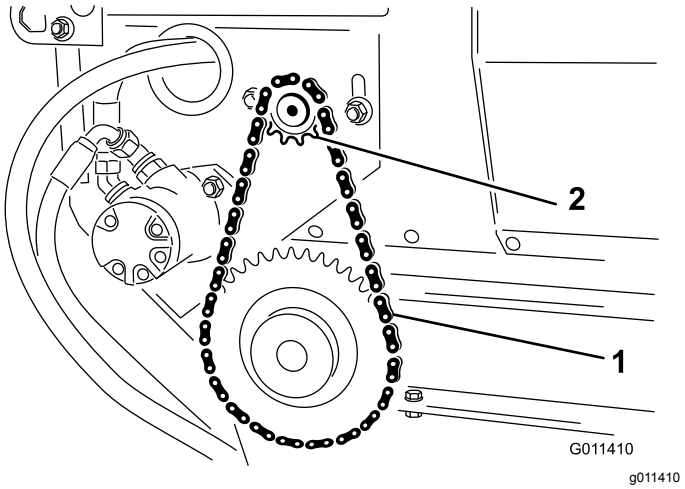

Figuur 25
2. Zet de bouten en moeren los waarmee de motor en de tandwielen aan het hoofdframe zijn bevestigd (Figuur 25).